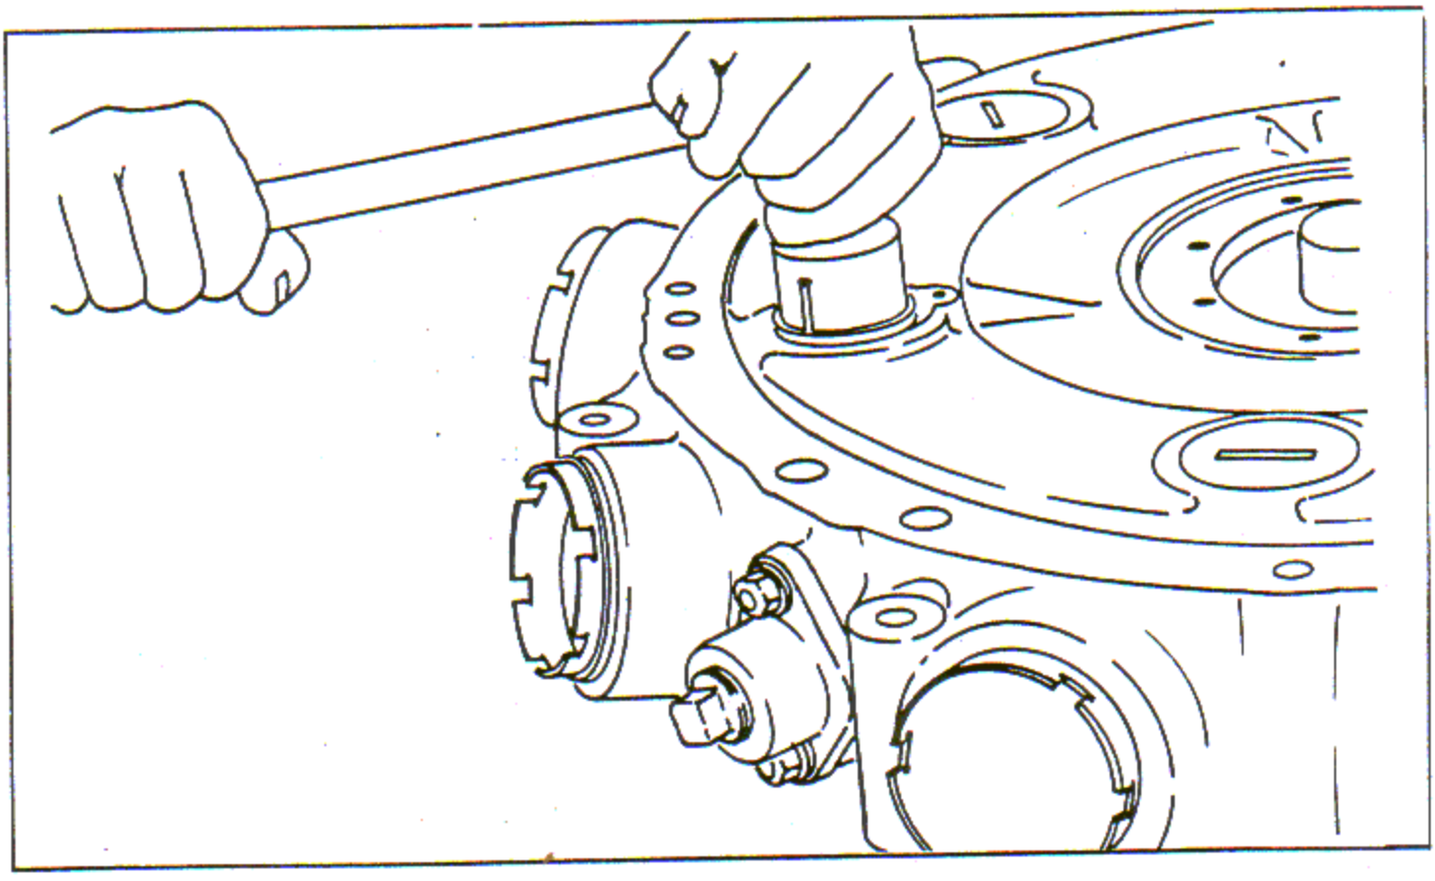

Figure 4-38. Removing Core Hold Plug from Supercharger Front Housing
a. Remove the breather outlet flange, discard the packing ring. If the core hole plugs are to be removed, use remover and installer. See figure 4-38.